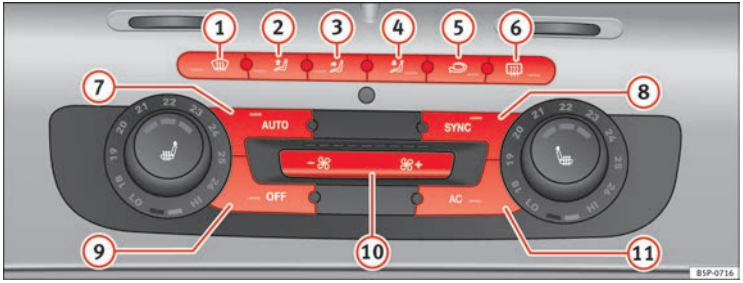

Fig. 132 Comandi del Climatronic 2C nel quadro strumenti
– Premere uno dei tasti compresi tra ⇒ fig. 132 (1) e (5) oppure i tasti della ventola (10). La funzione selezionata compare nel display della radio o del navigatore.
– Il ricircolo dell'aria si attiva e si disattiva premendo il tasto ⟲ ⇒ fig. 132 (2). La funzione risulta attiva quando sul display appare il simbolo ⟲.